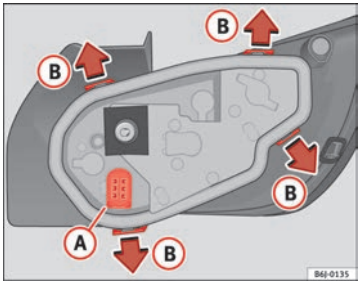

Fig. 167 Changing bulbs on tail lights
– Remove the bulb holder, separating it from the casing. To do this, press tabs (B) in the direction of the arrows ⇒ Fig. 167.